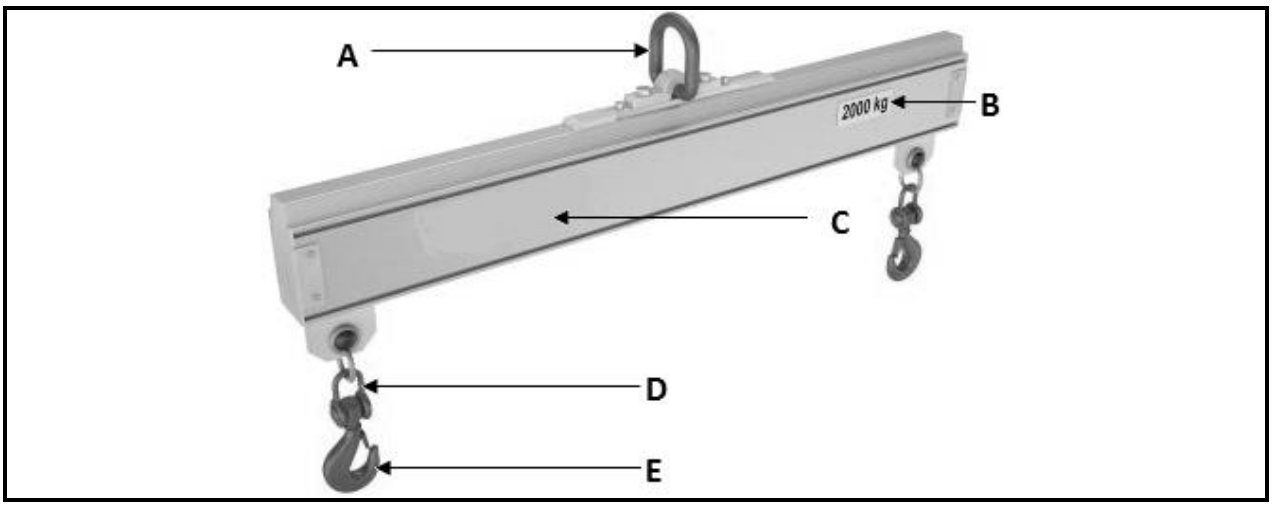

FIGUUR 2
5.1 Benoem die apparaat in FIGUUR 2 wat gebruik word wanneer iets opgelig word (1)
5.2 Benoem die gemerkte dele van die toestel in FIGUUR 2 deur slegs die antwoord langs die letter (A–E) in die ANTWOORDBOEK neer te skryf.(5 × 1) (5)
5.3 Verduidelik hoe die toestel in FIGUUR 2 losgemaak word. (4)